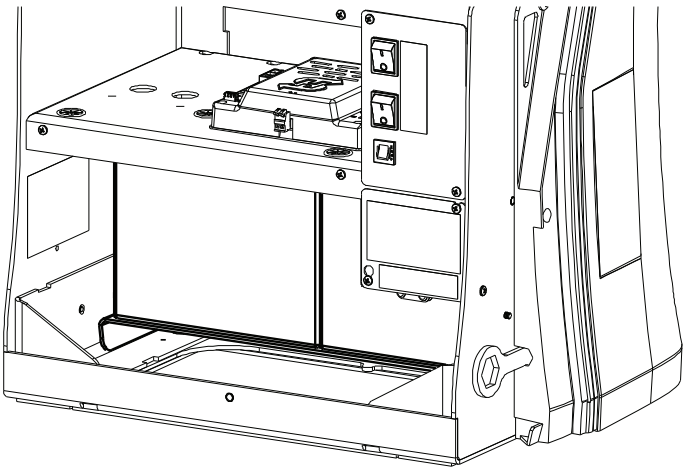

Figure 30. Installed Extended Batteries
7. Place the 35Ah batteries on the tray. (Figure 30)